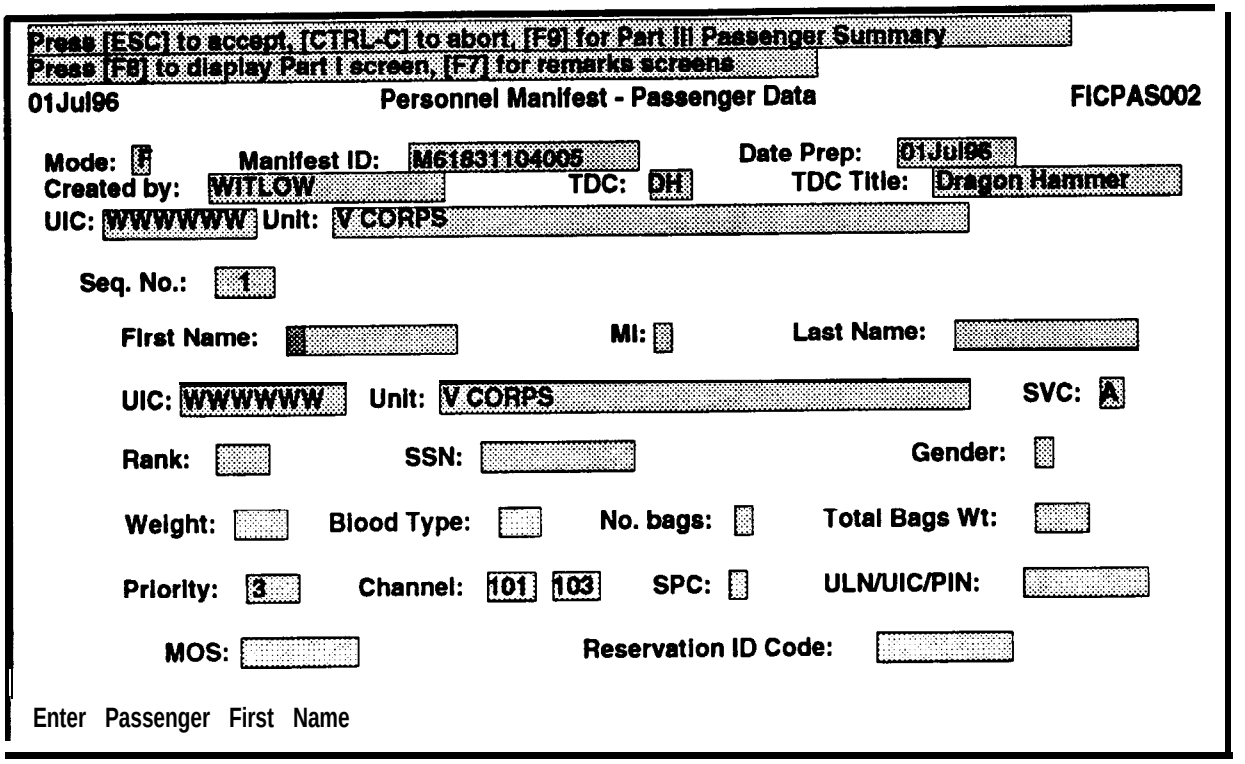

Figure 12-3. Personnel Manifest - Passenger Data Screen
(1) As necessary, press **RETURN** until the cursor is in the field where you want to make the change.
(2) Enter the correct data by typing over the displayed information, pressing RETURN after each entry.
(3) Repeat this process as necessary, until all of the entries are correct.
e. When all of your entries are correct, press **ESC.** Your entries will be saved and the Personnel Manifest - Passenger Data screen will be displayed as shown in Figure 12-3, and then the following prompt will be displayed: